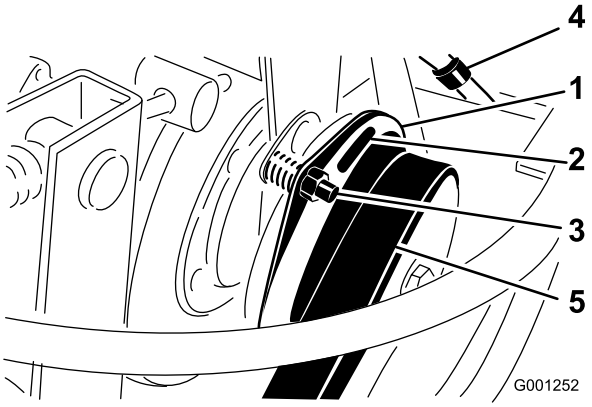

Figur 66
3. Juster avstanden slik at et 0,38 mm følerblad kan skyves mellom koblingsbelegget og friksjonsplaten ved hjelp av lett trykk (Figur 66).
Merk: Du kan redusere avstanden ved å vri mutteren med klokken (Figur 66). Maksimal serviceavstand er 0,76 mm. Justere alle tre avstandene.